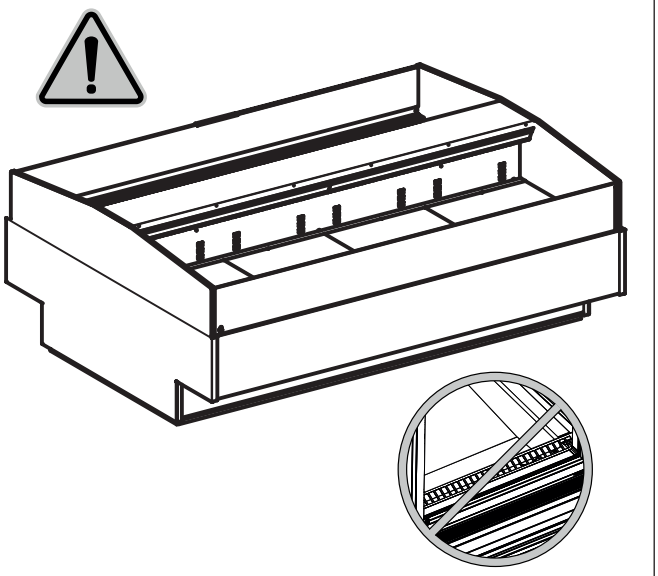

Abb. 44
- Die Waren nicht die Zirkulation der Kaltluft beeinträchtigen ("Abb. 44")